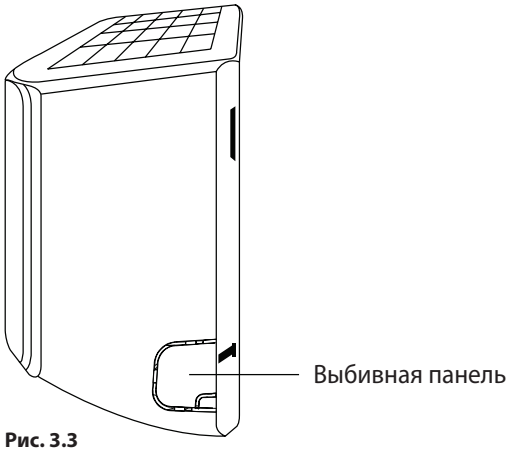

Рис. 3.3
2. Если отверстие в стене находится за блоком, то выбивную панель необходимо оставить на месте. Если отверстие в стене находится сбоку от внутреннего блока, то необходимо удалить выбивную панель с соответствующей стороны блока. (См. ***рис. 3.3***) Таким образом в блоке появится щель, сквозь которую трубопровод может из него выйти. В случае возникновения трудностей с ручным удалением пластиковой панели используйте острогубцы.